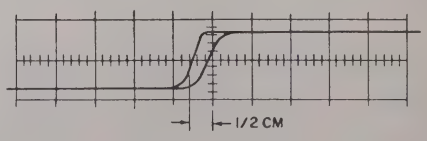

Figure 4-15. CRT Display
l. Adjust the DELAY VERNIER very carefully to center time mark and verify that leading edge jitter is less than 0.5cm. Disregard slow drift. See Figure 4-15.